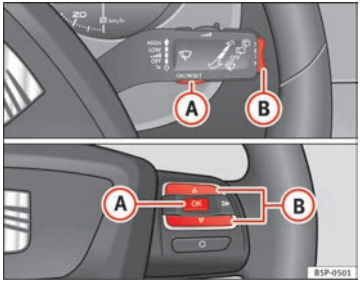

Fig. 41 Rocker buttons A and B. Steering wheel controls.
– When the ignition is on, briefly press button ⇒ fig. 41 (A) on the windscreen wiper lever to change from one memory to another or press button (A) on the steering wheel controls ⇒ fig. 41.